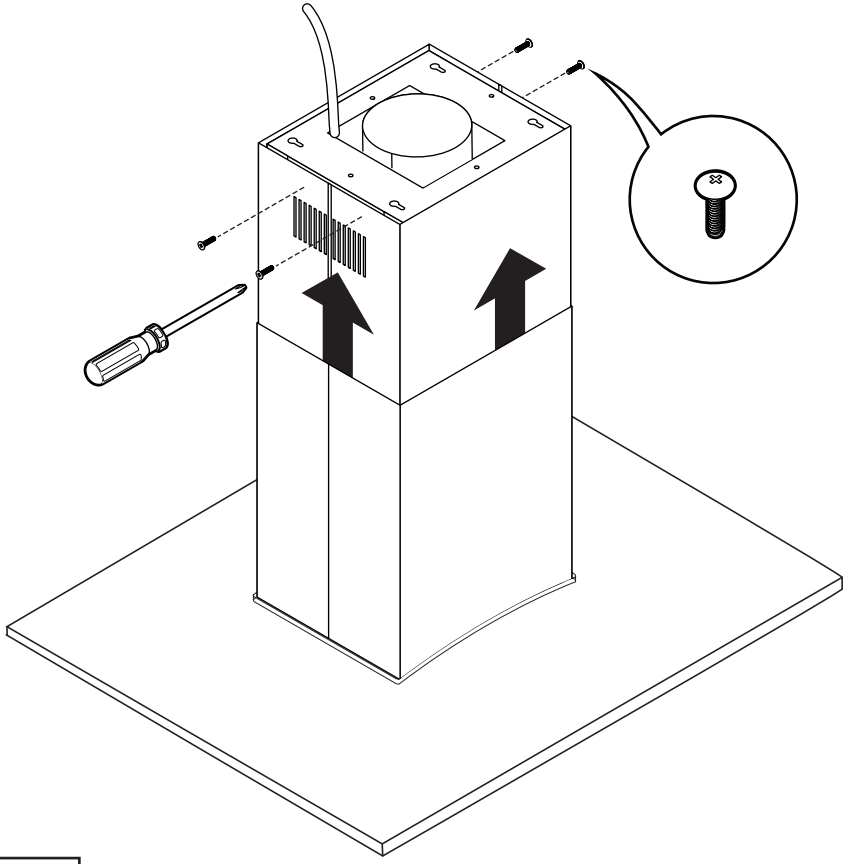

Figure 7
12. Raise the upper chimney and secure it to the top plate with screws as shown in Figure 7.